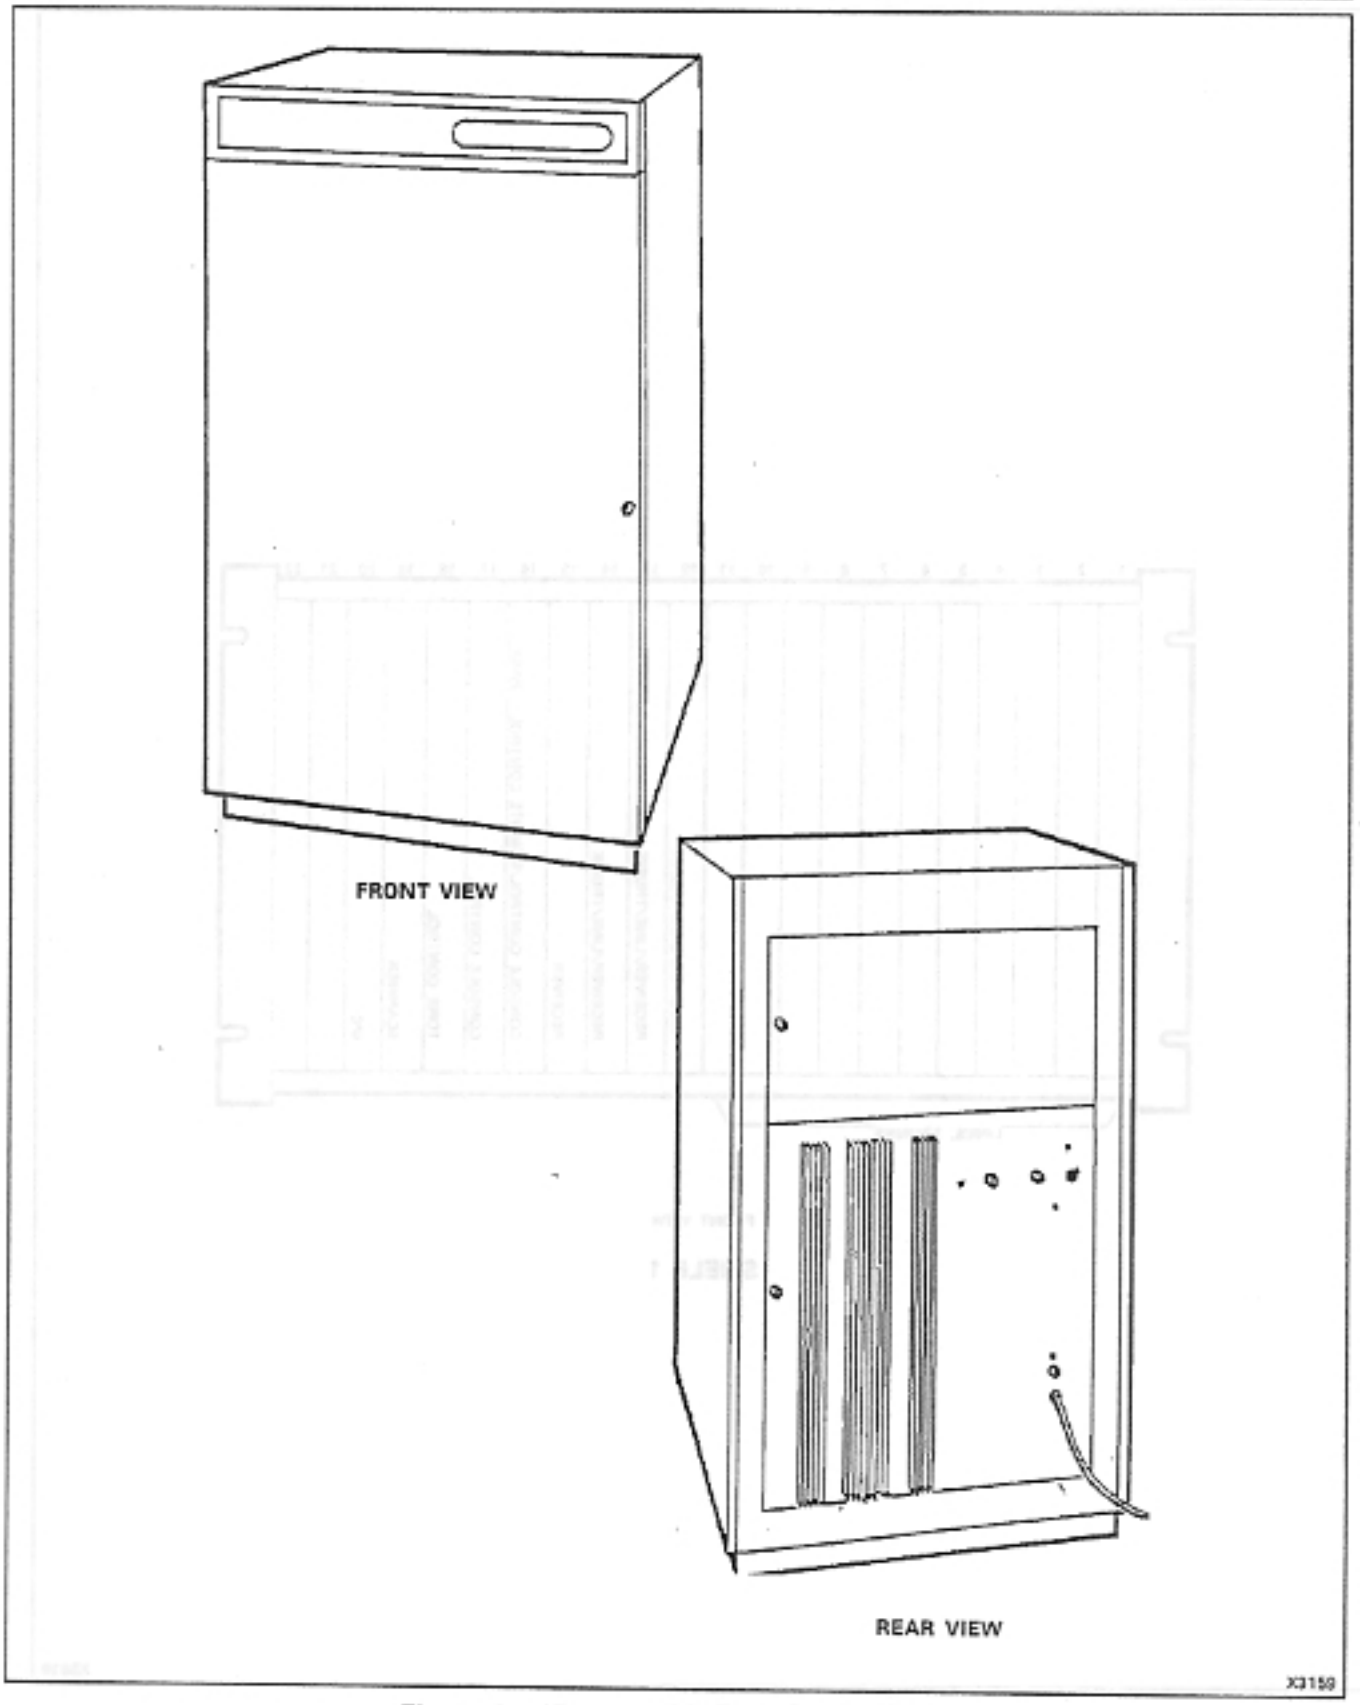

Figure 3-3 SX-200 Equipment Cabinet
3.12 The SX-200 equipment cabinet (see Figure 3-3) is of metal construction and has the following dimensions: height 965 mm (38 in.), width 600 mm (23.5 in.) and depth 700 mm (27.5 in.). The weight of a fully equipped ACD is approximately 131.7 kg (290 lb).